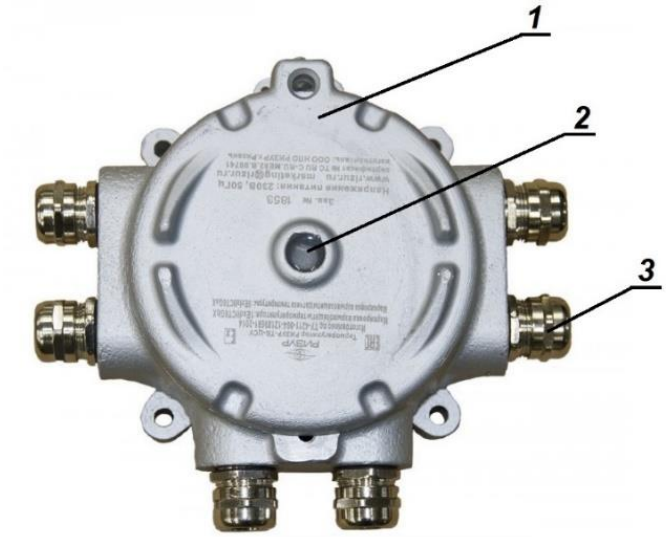

Рисунок 1
1.3.1 Цифровой терморегулятор РИЗУР-ТБ-ЦСУ-4 (рисунок 1) представляет собой цилиндрический корпус с крышкой (1) с установленным в специальном окне (2) светодиодным индикатором. Терморегулятор РИЗУР-ТБ-ЦСУ-4 построен на базе цифровой системы управления. Модуль управления состоит из микроконтроллера, работа которого управляется программным обеспечением, и выносных цифровых датчиков температуры воздушной среды и поверхности обогревателя. Корпус терморегулятора также выполняет функцию соединительной коробки, то есть внутри корпуса расположен клеммный блок, а на корпусе размещены взрывозащищенные кабельные вводы (3) для подключения обогревателя, силового кабеля и датчиков температуры.